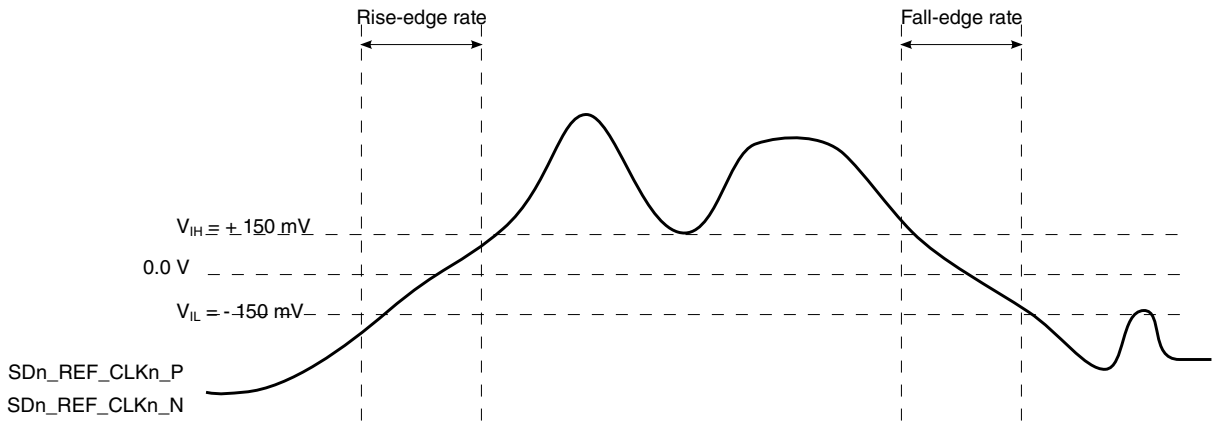
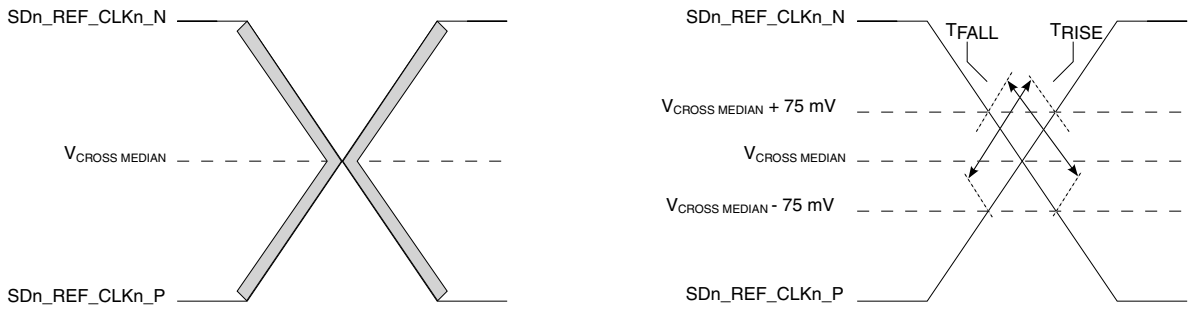

Figure 42. Differential measurement points for rise and fall time
Figure 43. Single-ended measurement points for rise and fall time matching
Differential Waveform — The differential waveform is constructed by subtracting the inverting signal (SD_TX*n*_N, for example) from the non-inverting signal (SD_TX*n*_P, for example) within a differential pair. There is only one signal trace curve in a differential waveform. The voltage represented in the differential waveform is not referenced to ground. See Figure 42. on page 130 as an example for differential waveform.
1. Caution: Only 100, 125, and 156.25 have been tested. In-between values do not work correctly with the rest of the system. 2. For PCI Express (2.5, 5 and 8 GT/s). 3. For SGMII, 2.5G SGMII and QSGMII. 4. Measurement taken from differential waveform. 5. Limits from PCI Express CEM Rev 2.0. 6. For PCI Express 5 GT/s, per PCI Express base specification Rev 3.0. 7. Measured from -150 mV to +150 mV on the differential waveform (derived from SD1_REF_CLKn_P minus SD1_REF_CLKn_N). The signal must be monotonic through the measurement region for rise and fall time. The 300 mV measurement window is centered on the differential zero crossing. 8. See Figure 42. on page 130. 9. For PCI Express 8 GT/s, per PCI Express base specification Rev. 3.0. 10. Measurement taken from single-ended waveform. 11. Matching applies to rising edge for SD1_REF_CLKn_P and falling edge rate for SD1_REF_CLKn_N. It is measured using a ±75 mV window centered on the median cross point where SD1_REF_CLKn_P rising meets SD1_REF_CLKn_N falling. The median cross point is used to calculate the voltage thresholds that the oscilloscope uses for the edge rate calculations. The rise edge rate of SD1_REF_CLKn_P must be compared to the fall edge rate of SD1_REF_CLKn_N, the maximum allowed difference should not exceed 20% of the slowest edge rate. 12. See Figure 43. on page 131.